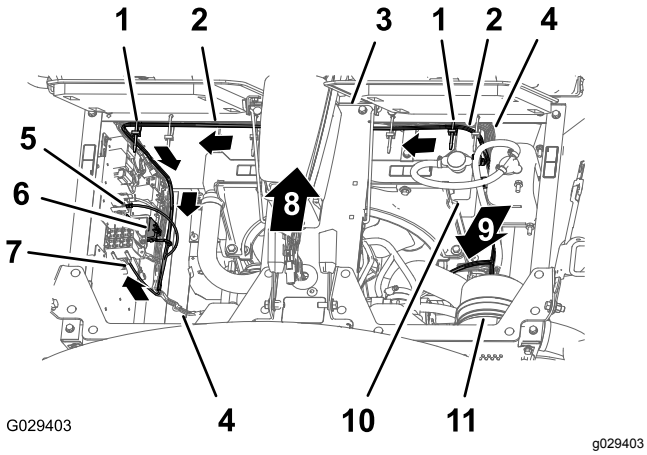

Figur 194
3. Rut motorromforgreningen på 197 cm til ledningssatsen ned langs den venstre siden av radiatoren og over bunnen av det elektriske panelet (Figur 194).
4. Fest ledningssatsen for finishingsettet til maskinledningssatsen med de to kabelfestene som vist i Figur 194.